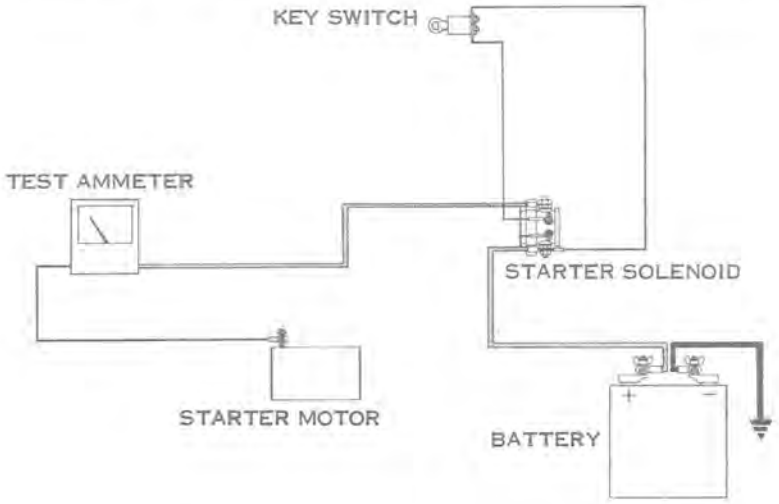

Figure 6-32
a. Ground spark plug high tension leads so that engine can be cranked without firing. Place clamp-on ammeter capable of reading at least 200 amperes against starter motor lead (see Figure 6-32).